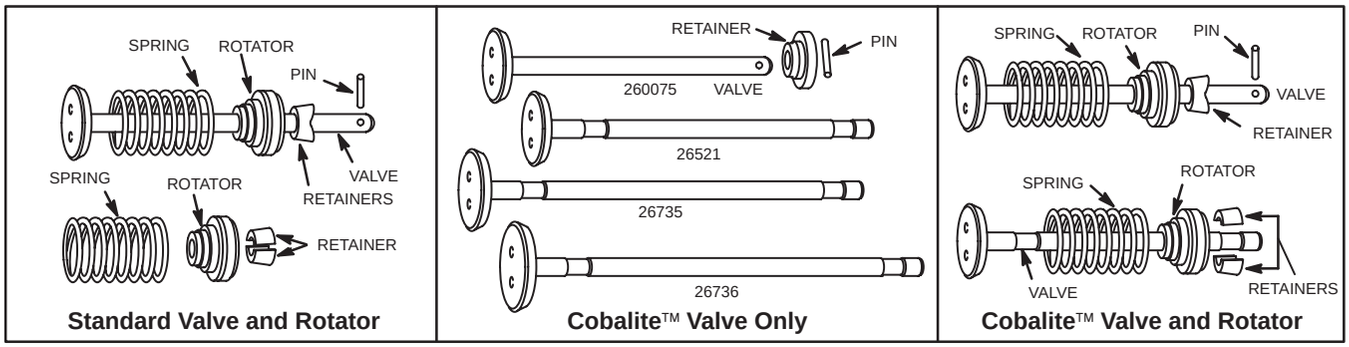
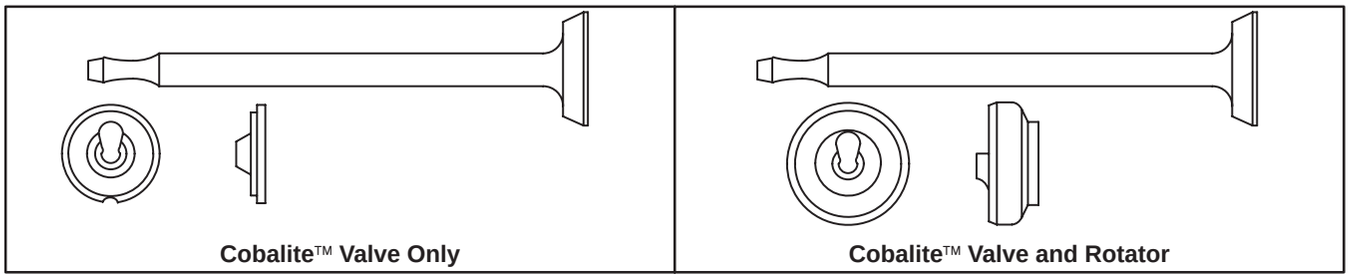

Fig. 536
Fig. 537
C. For LP or Natural gas, use a Cobalite™ valve without rotator, see Table No's. 31 or 32, Pages 22 or 23, using Fig. 536 or Fig. 537 to determine type of retainer being used.